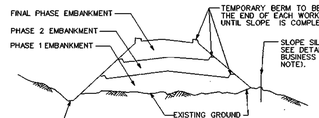

Figure 5 Incremental Stabilization - Fill
a. Excavate and stabilize all temporary swales, side ditches, or berms that will be used to divert runoff around the fill. Construct Slope Silt Fence on low side of fill as shown in Figure 5, unless other methods shown on the plans address this area.
i. Select one or more of the species or mixtures listed in Table 26 for the appropriate Plant Hardiness Zone (from Figure 5) and enter them in the Temporary Seeding Summary, page G-20-8, along with application rates, seeding dates and seeding depths. If this Summary is not put on the plans and completed, then Table 26 must be put on the plans.
i. Select one or more of the species or mixtures listed in Table 25 for the appropriate Plant Hardiness Zone (from Figure 5) and enter them in the Permanent Seeding Summary below, along with application rates and seeding dates. Seeding depths can be estimated use Table 26. If this Summary is no put on the construction plans and completed, then Table 25 must be put on the plans. Additional planting specifications for exceptional sites such as shorelines, stream banks, or dunes or for special purposes such as wildlife or aesthetic treatment may be found in USDA-SCS Technical Field Office Guide, Section 342 - Critical Area Planting. For special lawn maintenance areas, see sections I(5g) Sod and (5g) Turfgrass.